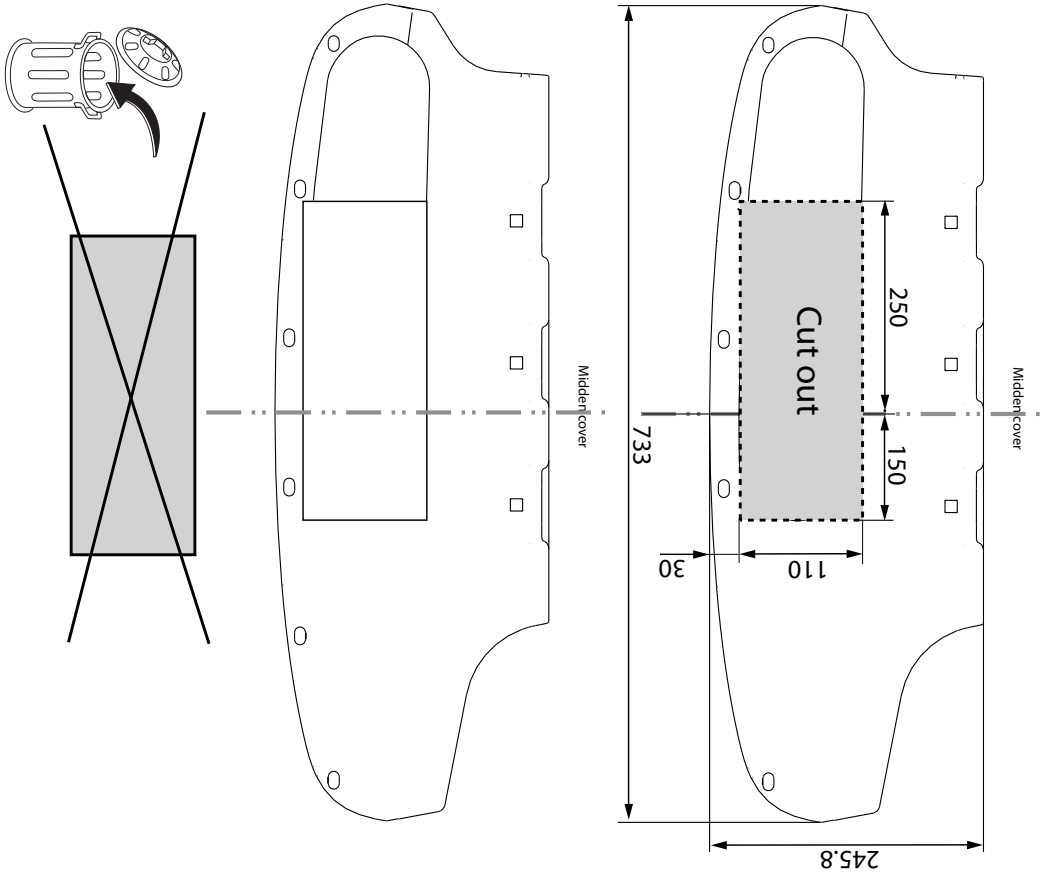

Fig.2
3. Выпилить часть из закрывающей пластины, как указано на рис. 2.